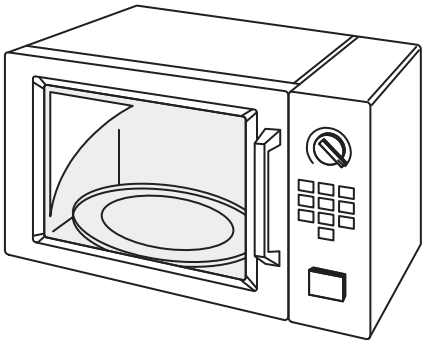

Figure Q4
4. The manufacturer of the prototype microwave oven shown in Figure Q4 is developing a microcontroller-based user-interface for the product. It must accept an analogue input from a dial and digital inputs from 10 push-buttons. The settings and times selected are saved and displayed on an LCD screen. The microcontroller must also provide digital outputs for a "magnetron", a bleeper and the turntable motor.